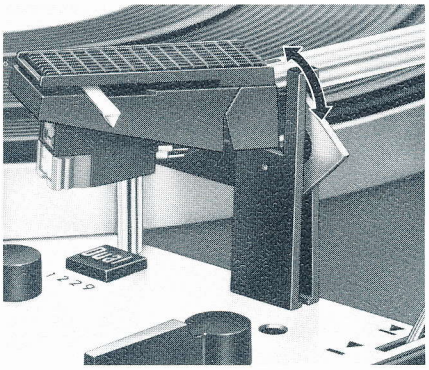

Fig. 7
Dann wählen Sie die erforderliche Plattenteller-Drehzahl ①, stellen die Drehtaste ⑲ auf den Schallplatten-Durchmesser (17, 25 oder 30 cm, bzw. 7, 10 oder 12") ein und entriegeln den Tonarm (Fig. 7).
Bemerkung: Nach dem Spielen der Schallplatte oder der letzten Platte eines Stapels erfolgt die Rückführung des Tonarmes und das Abschalten automatisch. Es empfiehlt sich, nach Spielende den Tonarm zu verriegeln (Fig. 7).